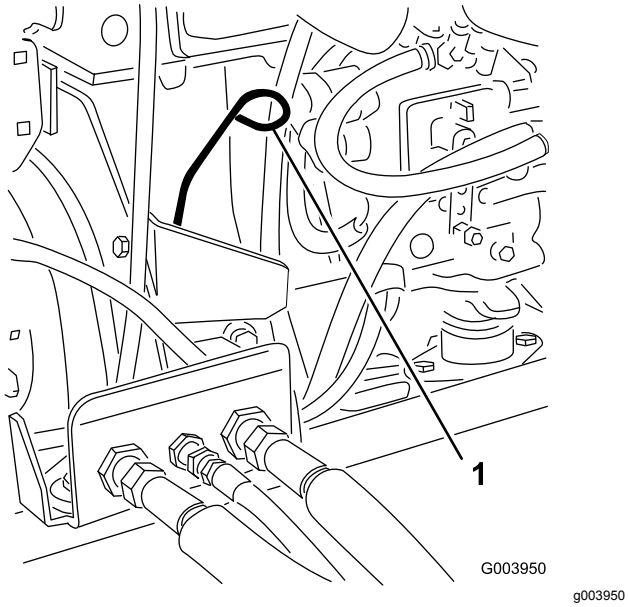

Figuur 29
3. Verwijder de peilstok en veeg deze schoon. Plaats daarna de peilstok weer terug (Figuur 29).